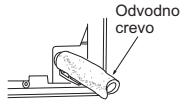
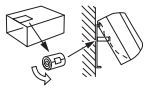

Fig. 4
Fig. 5
5) Umetnite odvodno crevo u potpunosti u odvodnu posudu na zadnjoj desnoj strani unutrašnje jedinice. (Fig. 4)
6) Umetnite odvodno crevo u uvodnik za otvor na zidu (C) i zakačite gornji deo unutrašnje jedinice na montažnu ploču (1). Zatim pomerite unutrašnju jedinicu do kraja nalevo da biste olakšali postavljanje cevi u zadnji prostor jedinice.
7) Isecite komad kartona sa transportne kutije, umotajte ga, zakačite na zadnje rebro i koristite ga kao odstojnik za podizanje unutrašnje jedinice. (Fig. 5)
8) Spojite cevi za rashladnu tečnost sa produžnom cevi (B).
9) Potisnite donji deo unutrašnje jedinice u montažnu ploču (1).